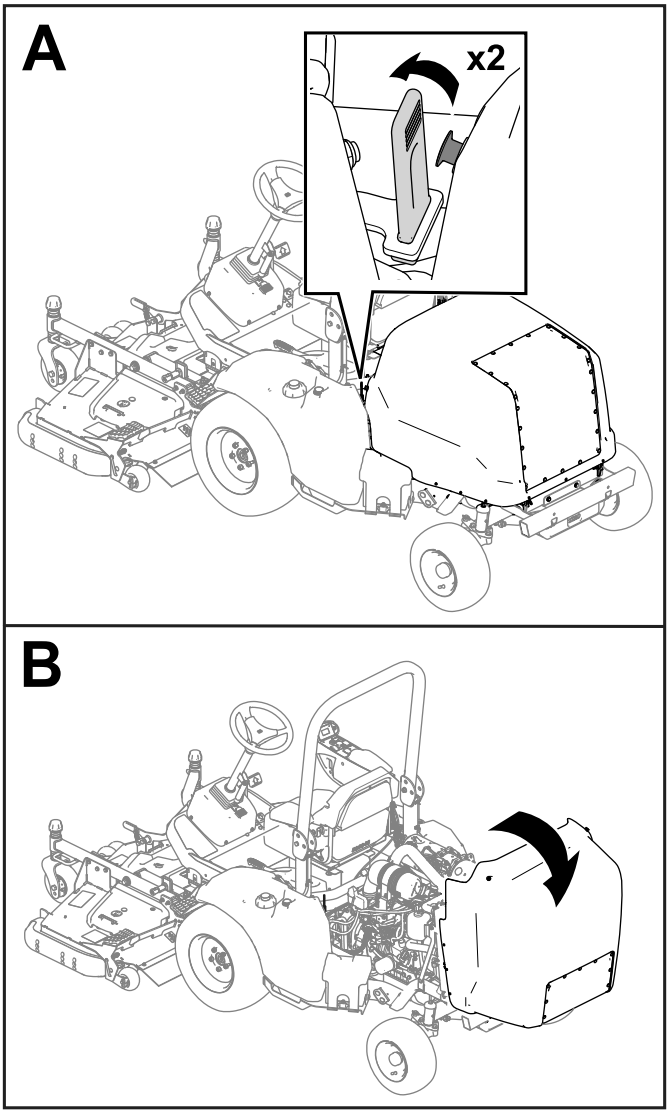

Figuur 43
1. Maak de banden los aan weerszijden van de machine (Figuur 43).
2. Til de motorkap op (Figuur 43).